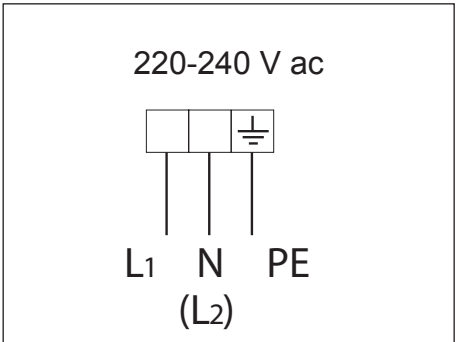

Fig. 11.2
- Connect the wires to the terminal block “**B**” according to the diagram in figure 11.2.